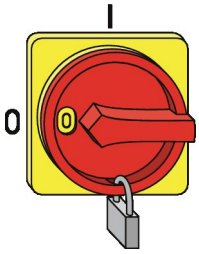

Fig. 13: Securing the mains isolator
3. Secure the mains isolator with a padlock (Fig. 13).